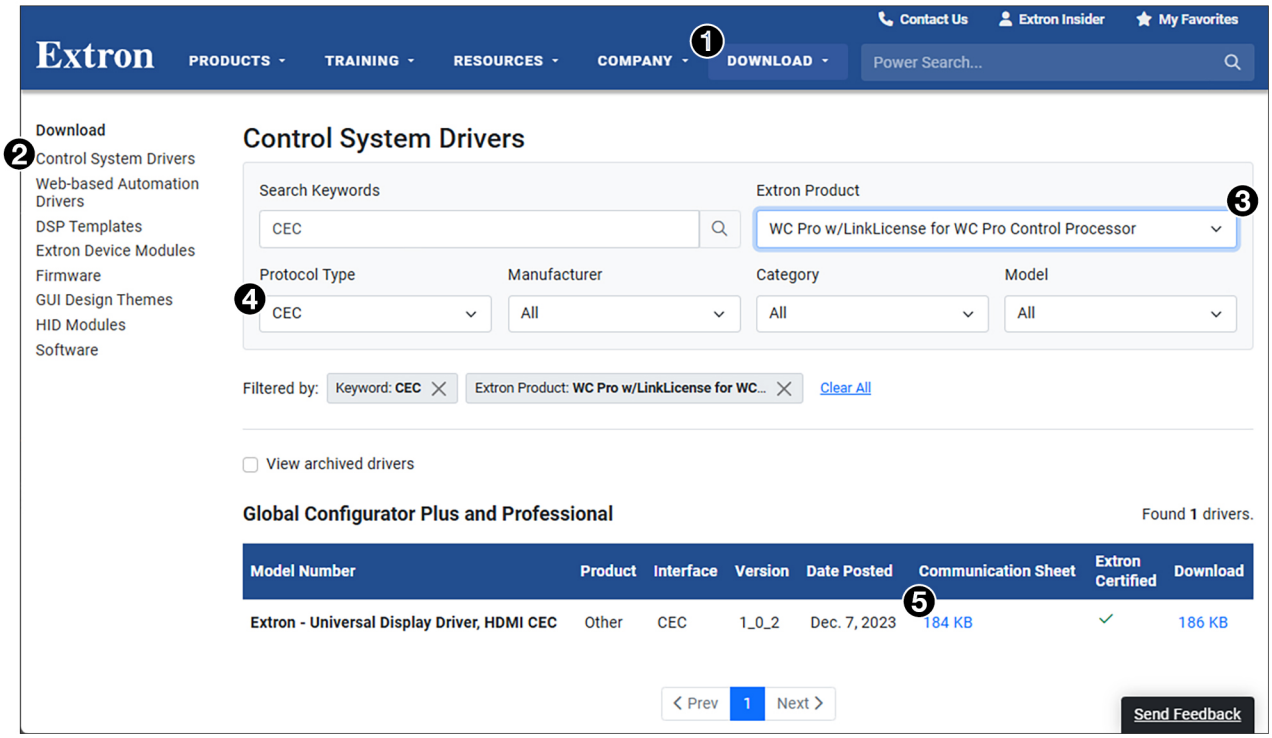

Figure 18. Control System Drivers Download Page
1. Go to **www.extron.com** and click the **`Download`** tab (see figure 18, ❶).
2. In the left panel, click **`Control System Drivers`** (❷).
3. On the `Control System Drivers` page, select **`WC Pro w/LinkLicense for WC Pro Control Processor`** from the `Extron Product` drop-down list (❸). Alternatively, enter `CEC` in the **`Search Keywords`** field.
4. Select **`CEC`** from the `Protocol Type` drop-down list (❹).
5. On the line beside the **`Extron - Universal Display Drivers`**, **`HDMI CEC`** link, click the link under `Communication Sheet` (❺) to display information about the CEC driver, including all supported commands.